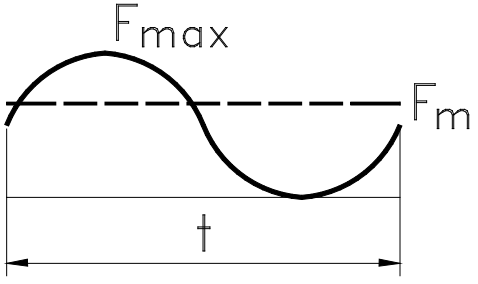

Abb. 6.4
b) die Belastung wechselt in einem sinusförmigen Verlauf zwischen minimaler und maximaler Lagerbelastung (siehe Abb. 6.4).